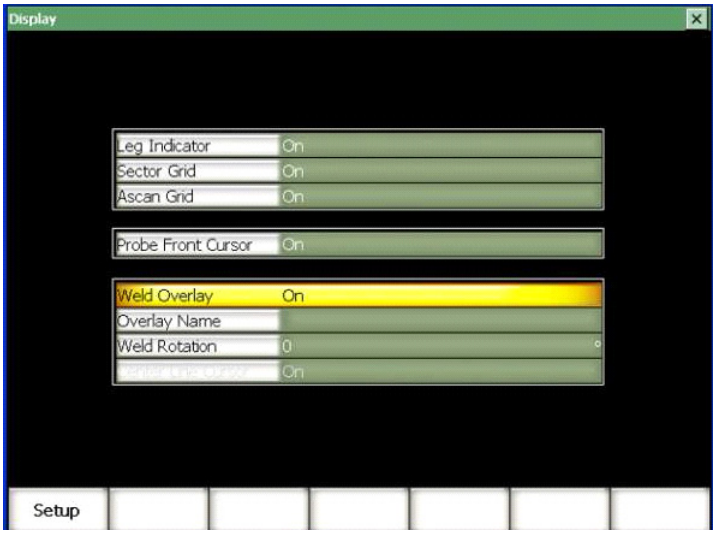

Figure 18-34 Weld Overlay parameter in the Display page
2. On the **Display** setup page, select **Weld Overlay**, and then press **Setup** (see Figure 18-34 on page 473).